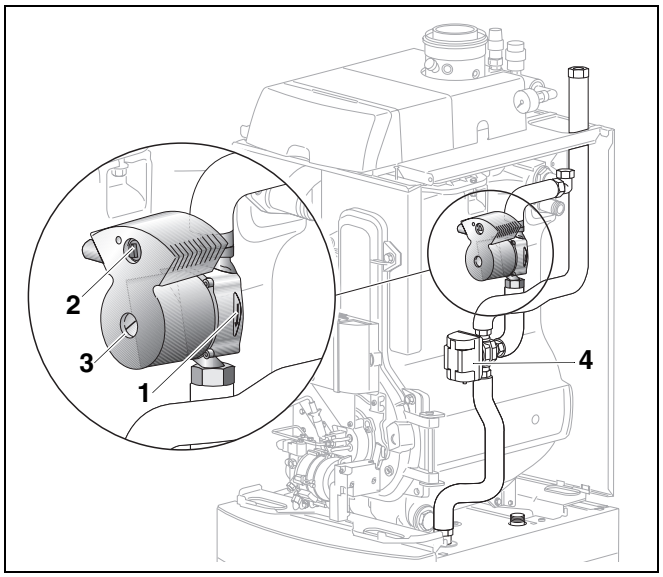

Abb. 30 Umwälzpumpe bei Logano G135T
durch Lösen der Inspektionsschraube (Abb. 30 auf Seite 35) an der Umwälzpumpe bei heißem Heizkessel.
- Stellen Sie die Umwälzpumpe auf mittlere Einstellung (Abb. 30, **Pos. 2**).
Wird die Pumpe auf eine kleinere Stufe eingestellt, reduziert sich der Warmwasserkomfort (Abb. 30, **Pos. 2**).